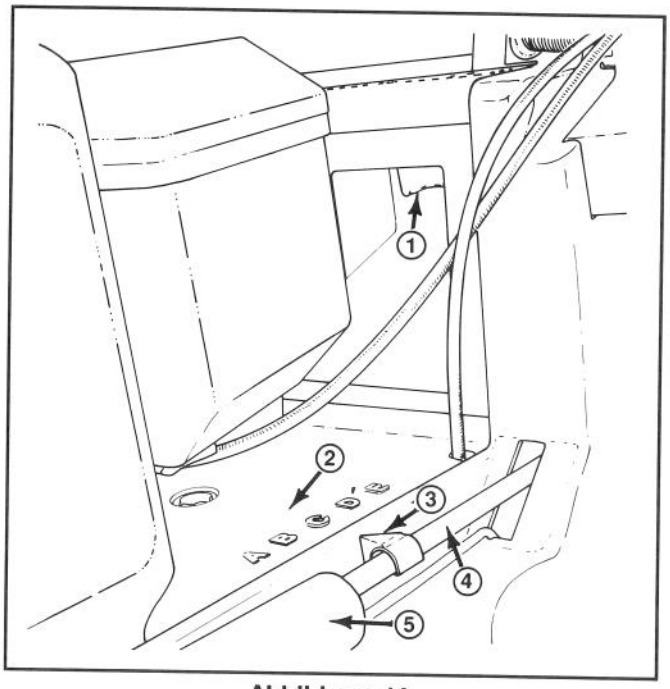

Abbildung 14
2. Den Hebel für die Schnitthöheneinstellung mit einem oder zwei Fingern drücken (Abb. 14).